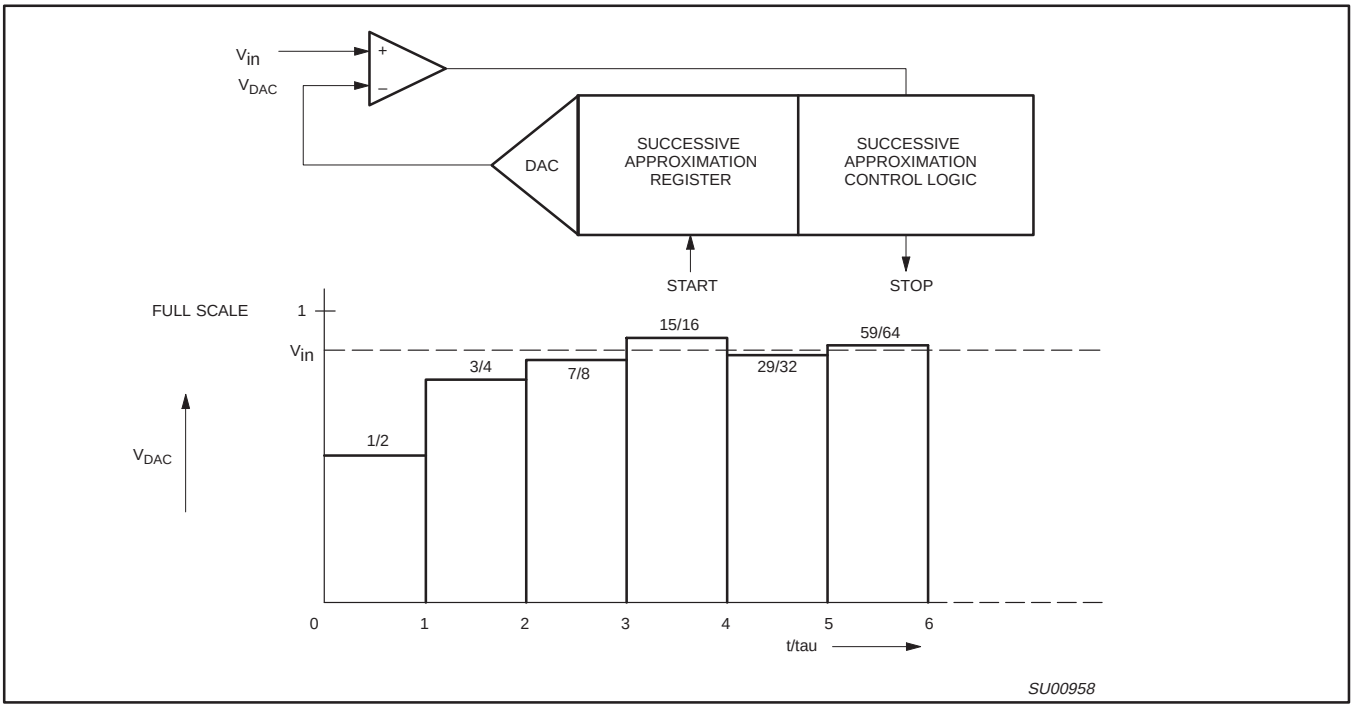

**Figure 21. Successive Approximation ADC**
**10-Bit Analog-to-Digital Conversion:** Figure 21 shows the elements of a successive approximation (SA) ADC. The ADC contains a DAC which converts the contents of a successive approximation register to a voltage (VDAC) which is compared to the analog input voltage (Vin). The output of the comparator is fed to the successive approximation control logic which controls the successive approximation register. A conversion is initiated by setting ADCS in the ADCON register. ADCS can be set by software only or by either hardware or software.